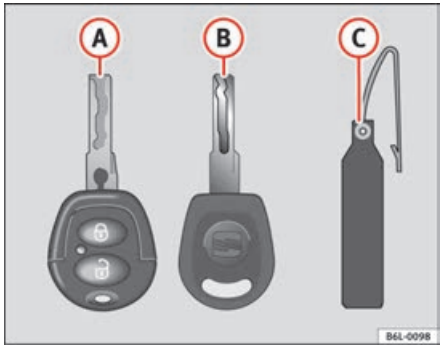

Fig. 46 Set of keys
- a key with a remote control ⇒ fig. 46 (A)
- one key without remote control (B),
- one key tab (C) with the key number.
Spare keys cannot be issued without the key number on the key tab ⇒ fig. 46 (B). Therefore: